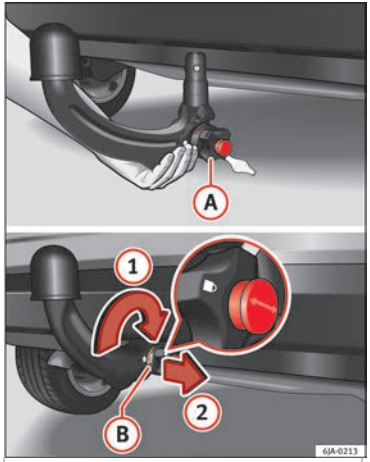

Fig. 198 Placing the ball-headed bar/locking and removing the key.
– Hold the ball-headed bar from underneath ››› Fig. 198 and push it into the clamping bush as far as possible until you hear it click into place ››› ⚠.